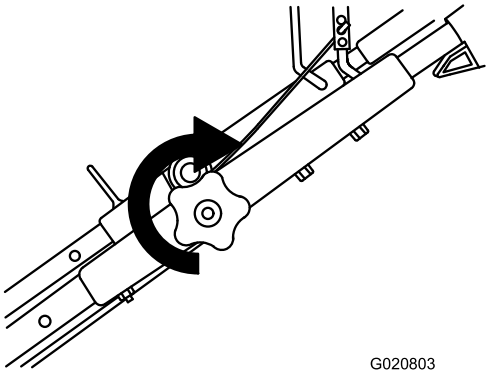

Figur 4
2. Dra åt de övre handtagsvreden så hårt du kan (Figur 4).